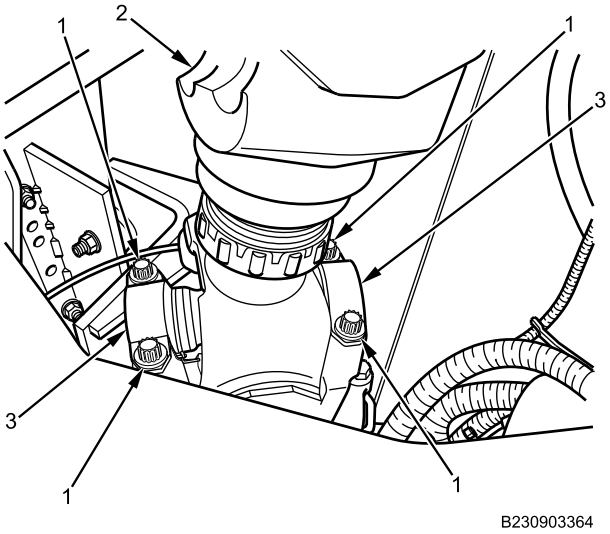

Figure 4. Transfer Case End of Propshaft Straps and Bolts.
3. Install bearing retainer straps (Figure 4, Item 3) and four new cap screws (Figure 4, Item 1) on transfer case end of propshaft (Figure 4, Item 2) and torque cap screws to 115-135 lb ft (156-183 N•m).